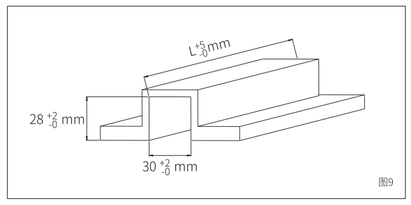

图9
3、 在安装位置留好安装槽，尺寸：预留高度28+2/-0mm，槽宽30+2/-0mm和总长(含端盖)L+5/-0mm。具体参考嵌装导轨安装示意图和图9。